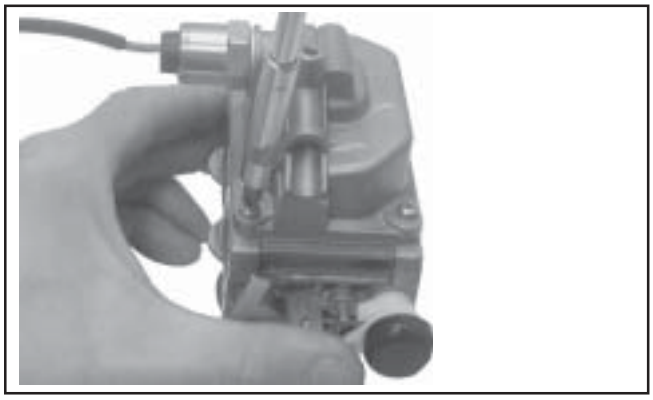

Figure 5-21. Installing Fuel Bowl.
9. When the proper float height is obtained, carefully reinstall the fuel bowl, using new O-Rings onto the carburetor. Secure with the four original screws. Torque the screws to **2.5 ± 0.3 N·m (23 ± 2.6 in. lb.)**. See Figure 5-21.